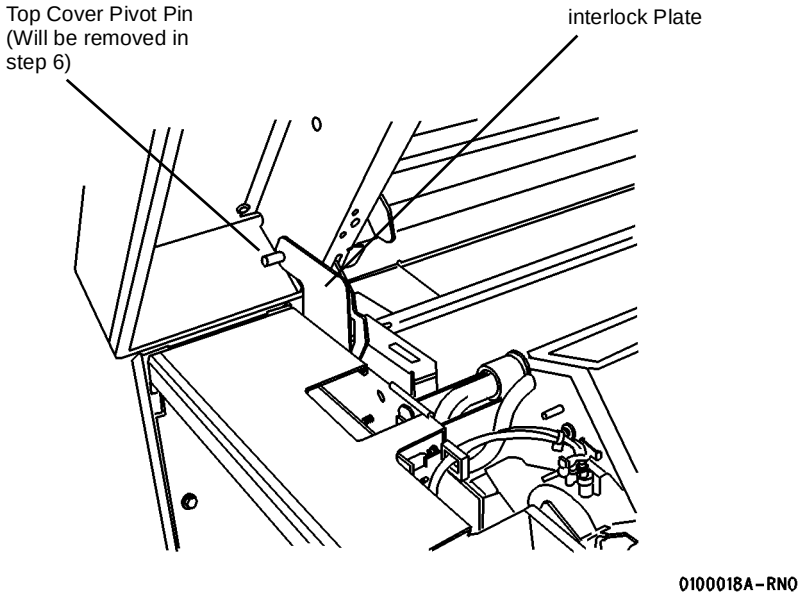

**Figure 2 Top Cover Interlock Plate**
***NOTE:*** *(Figure 2): Observe the way that the Top Cover Pivot Pin engages the hole in the Interlock Plate. This may be a difficult area during reassembly.*